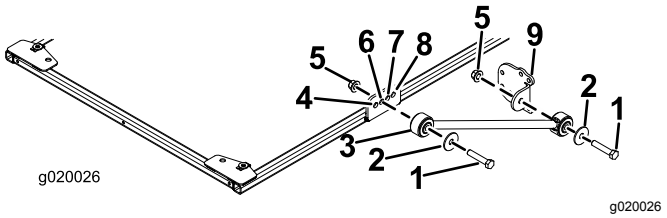

Bild 14
7. Befestigen Sie an jeder Seite des Sonnendachrahmens eine Strebe mit einer Schraube (½" x 2½"), einer Scheibe (½") und einer Bundmutter (½") lose im zweiten Loch der Strebenhalterung, wie in Bild 14 abgebildet.
8. Befestigen Sie eine Strebenhalterung mit einer Schraube (½" x 2½"), einer Scheibe (½") und einer Bundmutter (½") an jeder Strebe, wie in Bild 14 abgebildet.